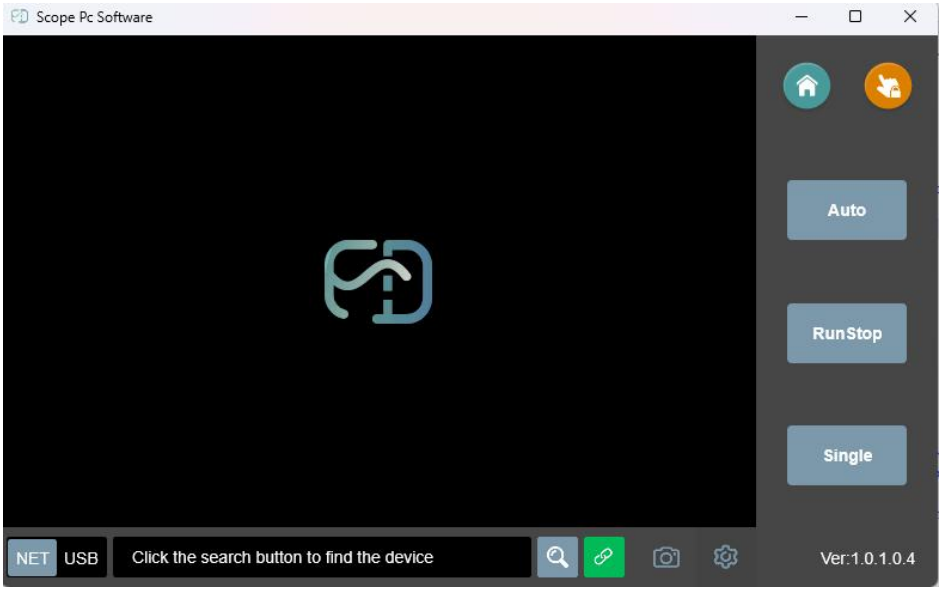

Figure 2-1
1、After the software installation is complete, an icon will be generated on the desktop. Double-click the icon to access the main interface of the software, as shown in Figure 2-1.